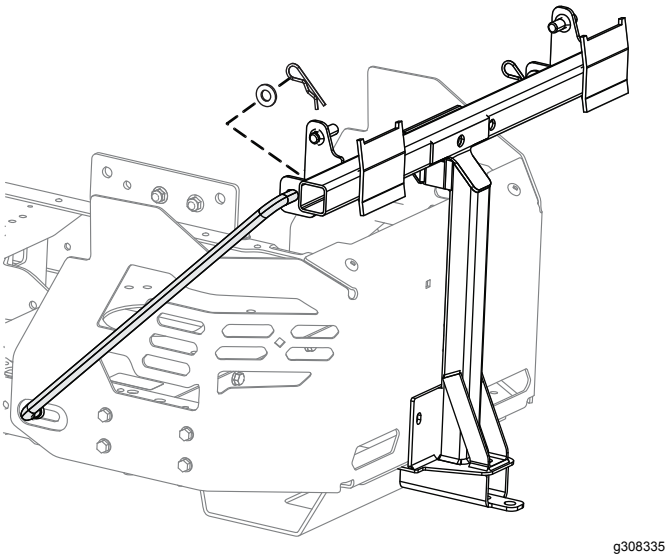

Figur 17
7. Monter den bøjede, brede ende af en stang i den nøgleformede åbning på venstre side af maskinstellet, og flyt stangen bagud for at fastgøre den i stellet (Figur 17).
8. Før de bøjede ender af stængerne i redskabsmonteringen som vist i Figur 17, og fastgør enden af hver stang med en spændeskive og låseclips.